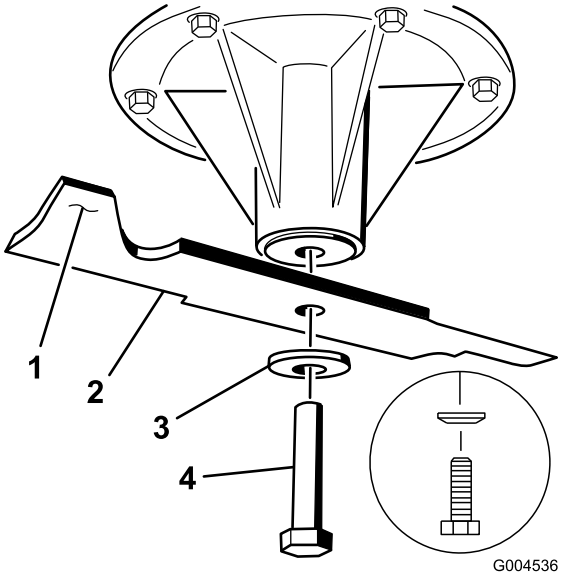
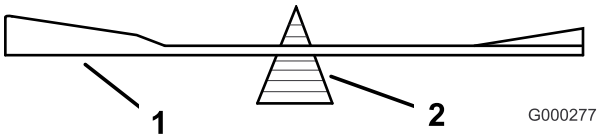

**Figure 91**
**Figure 93**
2. Enlevez de l'axe, le boulon, la rondelle bombée et la lame (Figure 91).
2. Vérifiez l'équilibre de la lame en la plaçant sur un équilibreur (Figure 93). Si la lame reste horizontale, elle est équilibrée et peut être utilisée. Si la lame est déséquilibrée, limez un peu l'extrémité de la partie relevée seulement (Figure 91). Répétez la procédure jusqu'à ce que la lame soit équilibrée.